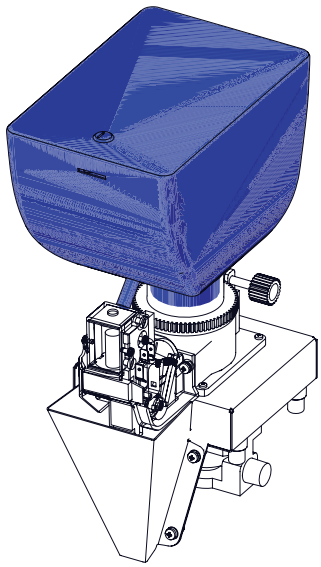

Рисунок 11.14
11.2.2.4 Контейнер для кофе (см.рис.11.14)